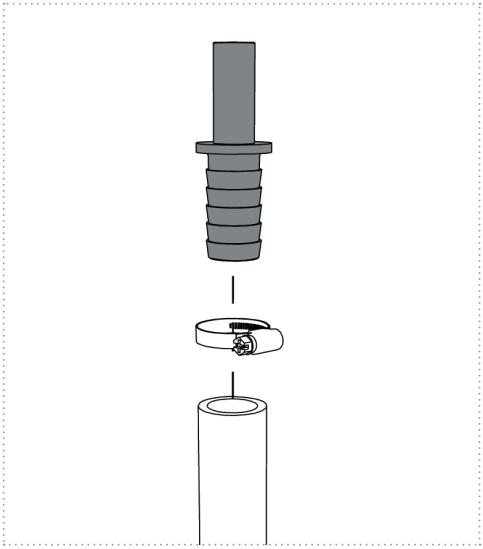

Figure 8
2. Poussez le tuyau, venant de la pompe, sur l'« embout de tuyau enfichable » approprié inclus dans le contenu de la livraison, et fixez-le avec un collier de serrage (figures 8 et 9a).
3. Poussez le tuyau, sortant de l'unité UV, sur l'« embout de tuyau enfichable » approprié inclus dans le contenu de la livraison, et fixez-le avec un collier de serrage (figures 8 et 9a).